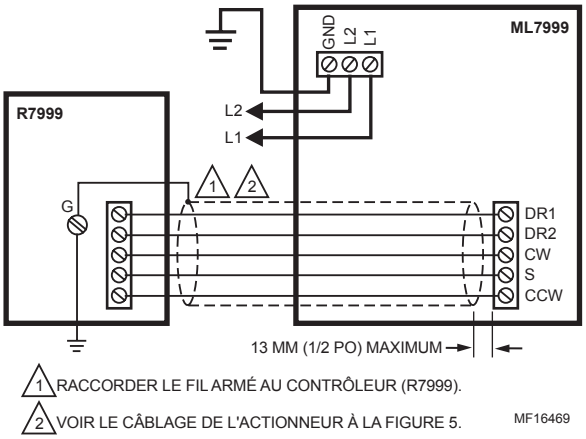

Fig. 6. Câblage typique du ML7999.
Raccorder les fils de mise à la terre armés de l'actionneur ou des actionneurs ML7999, du réarmement à distance, du potentiomètre manuel, du contrôleur 4 à 20 mA et des entrées auxiliaires 4 à 20 mA à la connexion de mise à la terre fournie avec la plaque de raccordement universelle Q7999. Raccorder le fil armé à l'extrémité du contrôleur seulement. Voir la Fig. 6.
3. Effectuer le raccordement du circuit basse tension au R7999. Voir les raccordements typiques à la Fig. 6.
5. Effectuer le câblage du circuit tension secteur. Voir les raccordements typiques à la Fig. 6.